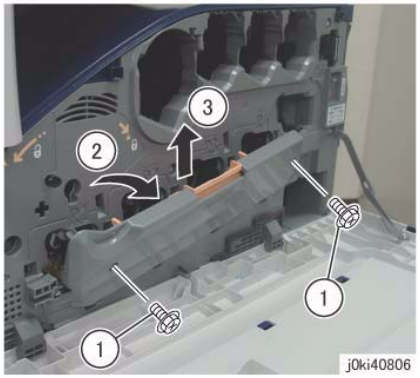

Figure 1 Remove the Drum Cover
4. Remove the Drum Cover. (Figure 1)
b. Open the Drum Cover up to the position in Figure 1.